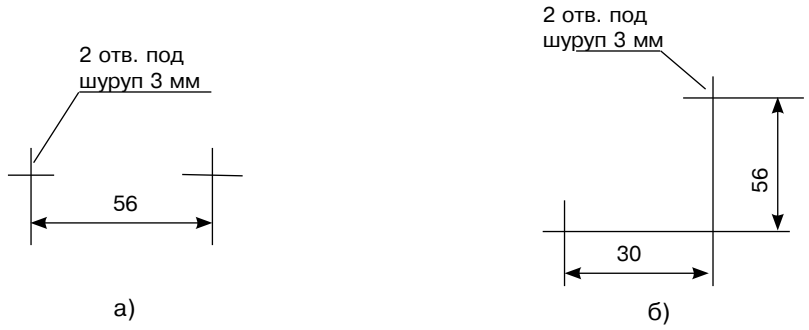

Рис. 4.5
– произведите разметку согласно чертежу, приведенному на рис.4.5а) для установки УПС-А и рис. 4.5 б) - для установки ВУПС;